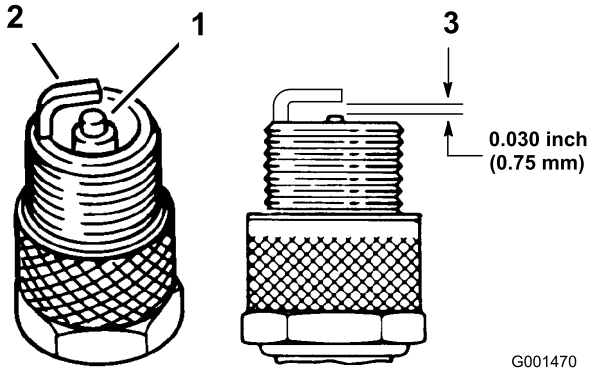

Figuur 25
1. Bekijk de binnenkant van de bougies (Figuur 25). Als de isolator lichtbruin of grijs is, werkt de motor naar behoren. Een zwarte laag op de isolator duidt meestal op een vuil luchtfilter.
2. Controleer de afstand tussen de centrale elektrode en de massa-elektrode (Figuur 25). Verbuig de massa-elektrode (Figuur 25) om de juiste afstand in te stellen indien dit nodig is.
3. Sluit de bougiekabels aan op de bougies (Figuur 25).